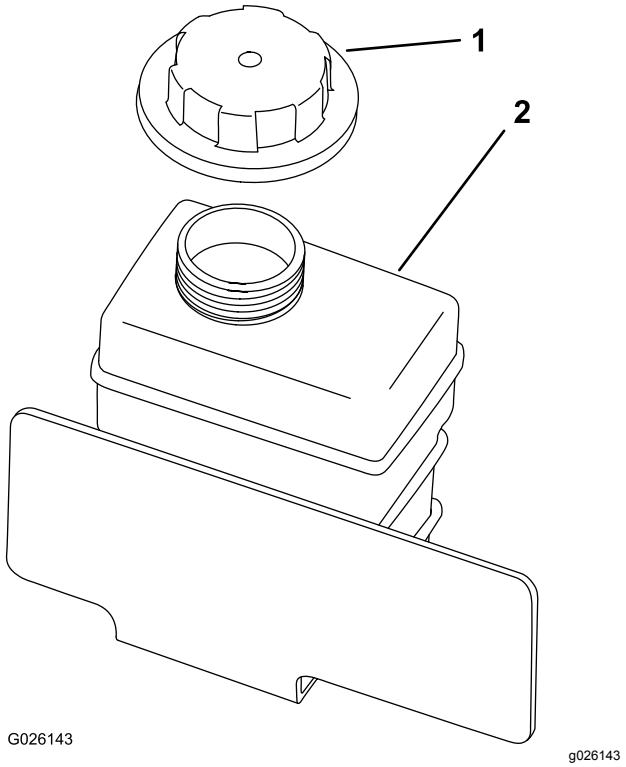

Figuur 19
2. Controleer het koelvloeistofpeil in de reservetank (Figuur 19).